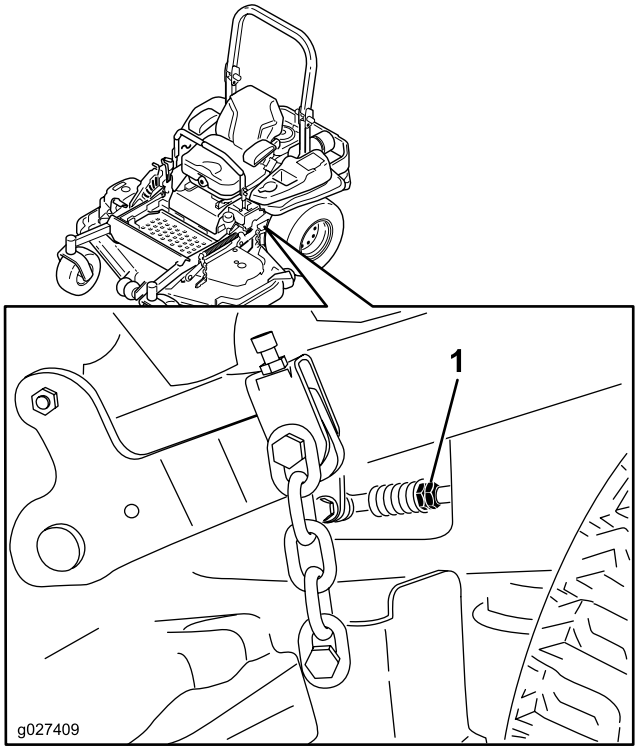

Figur 96
10. Justera längden på pumpens reglerstav genom att vrida de dubbla muttrarna på staven i lämplig riktning tills hjulen långsamt roterar bakåt (Figur 96).